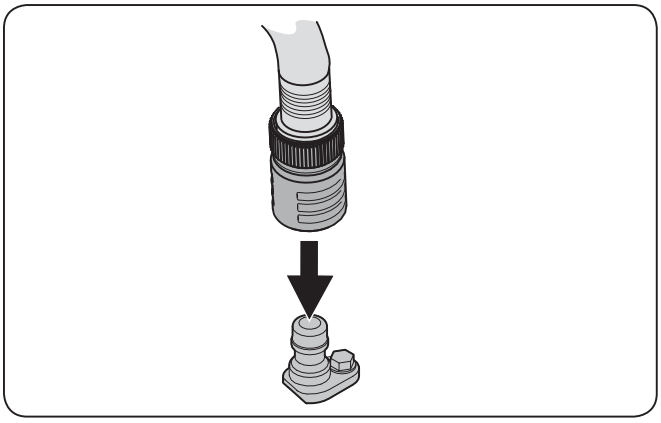

Figure 6-3
3. Repérez l'écrou sur l'avant du support de stabilisation. Voir la Figure 6-3.
4. Attachez le raccord pour boyau d'arrosage â l'orifice aménagé sur la surface du plateau de coupe. Voir la Figure 6-3.